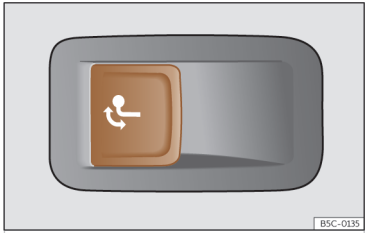

Abb. 187 Auf der linken Seite im Gepäckraum: Taste zur Entriegelung der Anhängerkupplung.
- Ziehen Sie kurz an der Taste ››› **(Abb. 187)**. Die Anhängerkupplung wird automatisch entriegelt und dreht selbsttätig heraus. Die Kontrollleuchte der Taste blinkt.
- Ziehen Sie kurz an der Taste ››› **(Abb. 187)**. Die Anhängerkupplung wird elektrisch entriegelt.
- **Drücken Sie keinesfalls die Taste ››› (Abb. 187), wenn ein Anhänger oder ein Gepäckträger oder anderes Zubehör auf der Anhängerkupplung eingehängt ist.**